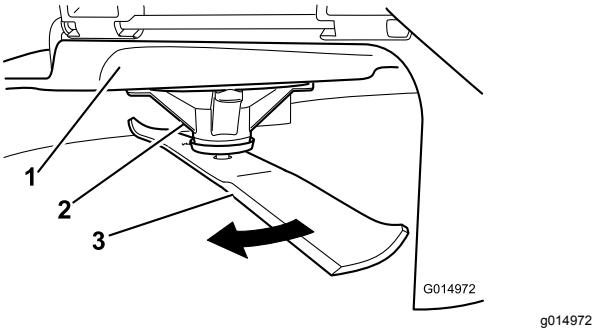

Figur 52
2. Mens der bæres tykt polstrede handsker eller anden tilstrækkelig håndbeskyttelse, drejes skærekniven langsomt til en position, som gør det muligt at foretage en effektiv måling af afstanden mellem skærekanten og den plane overflade, maskinen står på Figur 52).